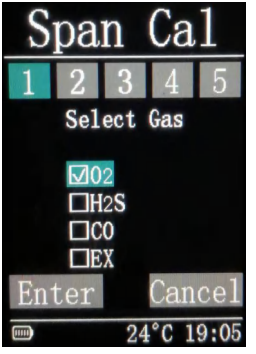

fig 25
i. Only one sensor can be calibrated each time, as shown in Fig.25.